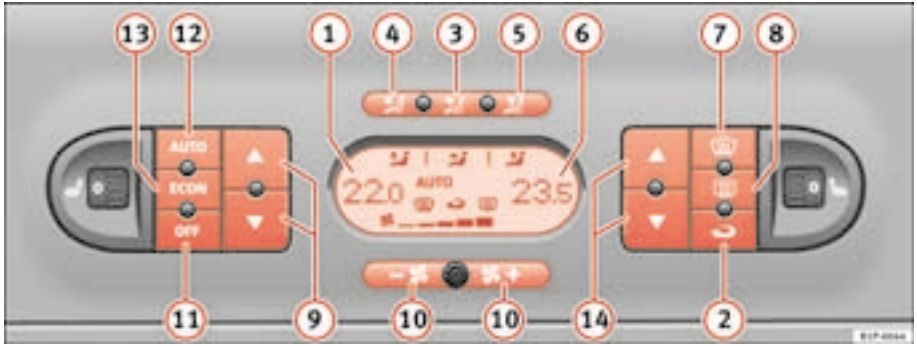

Fig. 108 On the dash panel: 2C Climatronic controls
– Press the temperature control buttons ⇒ page 145, fig. 108 (9) or (14) in order to adjust the temperature on the left hand side or the right hand side respectively.
– Press the button AUTO ⇒ page 145, fig. 108. “AUTO” is shown on the display. ▶